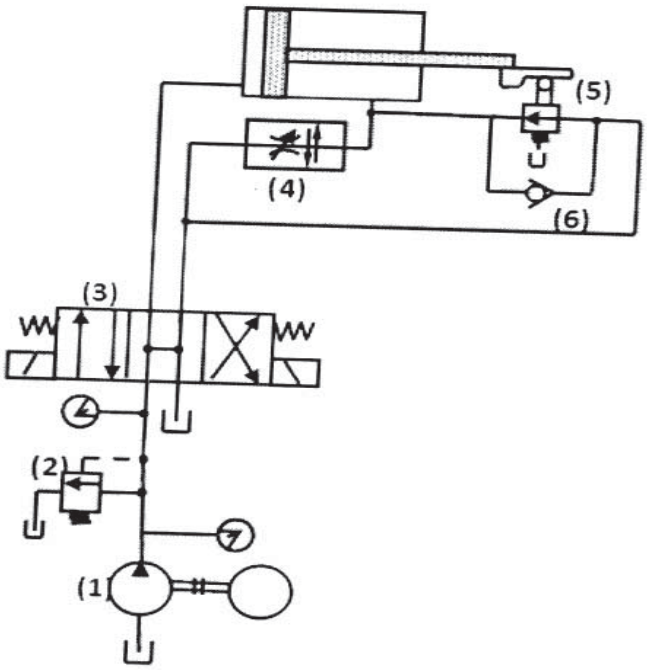

Fig. 7 (b)
b) Analyze the circuit shown in Fig 7 (b). **[7]**